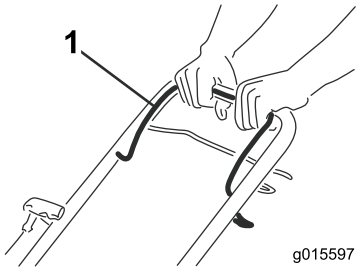

Figuur 16
1. Houd de bedieningsstang van het maaimes (Figuur 16) tegen de handgreep.